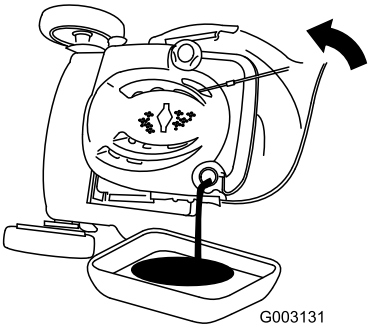

Figur 35
3. Tip plæneklipperen over på siden med luftfilteret opad, så olien kan løbe ud gennem oliepåfyldningsrøret (Figur 35).